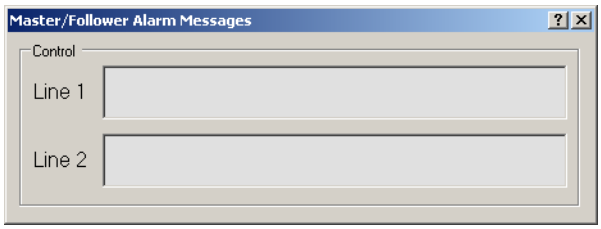

Figure 5-17 Master/Follower Alarm Messages
The Master/Follower Alarm Messages that are displayed on the Control's HMI display, can be remotely observed (Figure 5-17) from TapTalk® utilizing the Monitor/Master/Follower Alarm Messages menu selection. In addition to the lockout conditions, it also will display the serial number of the Follower that caused the lockout condition for Tap Difference Lockout.
■**NOTE**: Master/Follower Alarm messages can be observed for the connected control from the TapTalk Monitor/Master/ Follower Alarm Messages menu item (Figure 5-17).